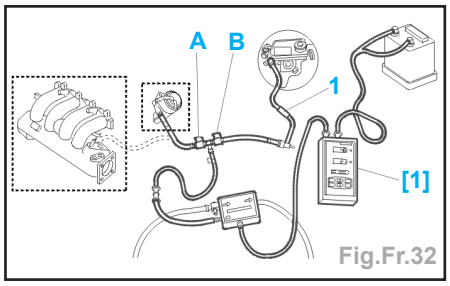

Fig.Fr.32
- fermer la vanne (A) (Fig.Fr.32),
- Ouvrir les vannes (A) + (B) (Fig.Fr.32).
- Fermer la vanne (A).
- Ouvrir les vannes (A).
• remplacer le tuyau (1).